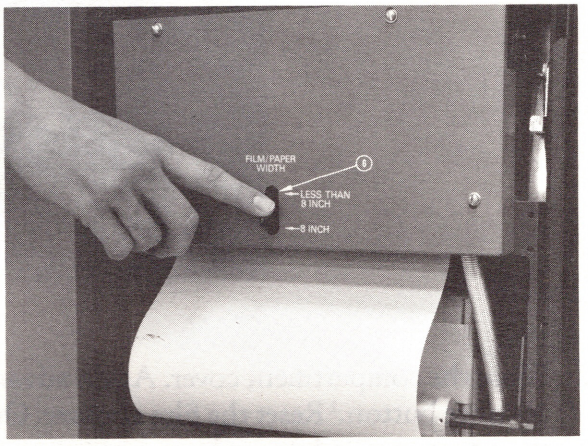

FIG. 6
9. If your model has a back drive release lever, check to see that is is down. Replace the bottom cover (Fig. 6).